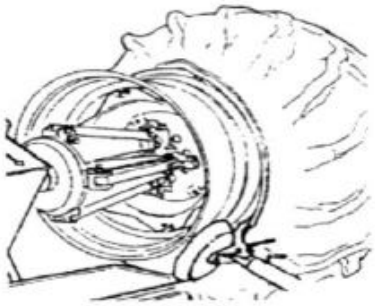

Рис. 18
9. Вращайте колесо по часовой стрелке, до тех пор пока монтажная струбцина не окажется в нижней точке. (рис. 18)